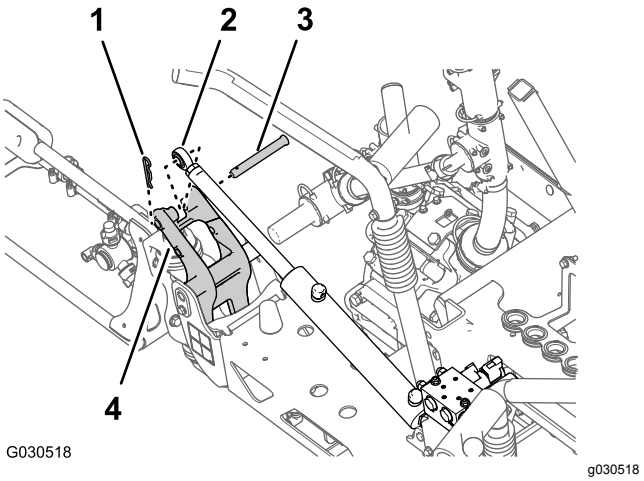

Figur 72
3. Ta bort hårnålssprinten och sprintbulten som fäster stångänden av lyftcylindern på tappfästet (Figur 72).